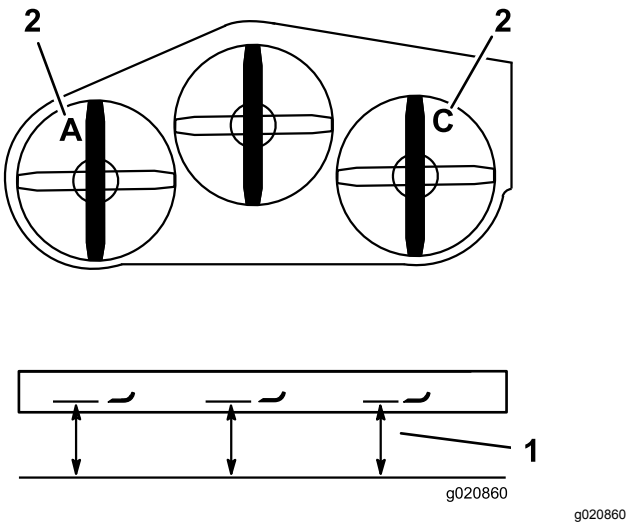

Figur 85
3. Mål den venstre skærekniv ved punktet **A** fra en plan overflade til knivspidsens skarpe kant, og noter dette tal (Figur 85).
4. Mål den højre skærekniv ved punktet **C** fra en plan overflade til knivspidsens skarpe kant, og noter dette tal (Figur 85).
7. Juster justeringsboltene i gaflerne på punkterne **A** og **C** for at opnå den korrekte højde (Figur 85).
3. Mål den højre skærekniv ved punktet **C** fra en plan overflade til knivspidsens skarpe kant, og noter dette tal (Figur 85).